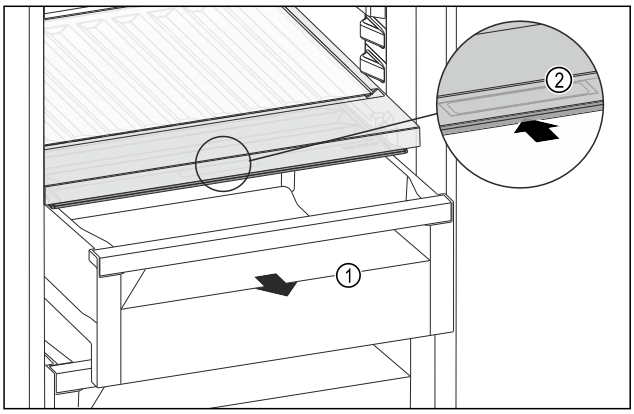

Fig. 199
▶ Pull out the drawer *Fig. 199 (1)*.
▶ Grasp the recessed grip *Fig. 199 (2)* on the compartment lid and push the compartment lid backwards at the same time.